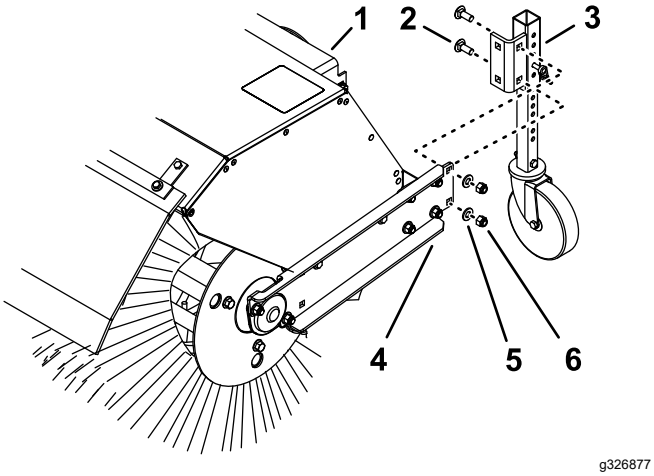

Figur 21
Når du arbejder i sne, skal du flytte styrehjulene fra den forreste del af kostens arm til den bageste del af kostens hjelm (Figur 21).
2. Afmonter de 2 låsemøtrikker, 2 spændeskiver og 2 bræddebolte (Figur 21), der fastgør styrehjulsbeslaget til kostens arm.
3. På den bagerste del af kostens hjelm skal du rette hullerne i styrehjulsbeslaget ind med hullerne på indersiden af kostarmen (Figur 21).
4. Fastgør styrehjulsbeslaget til kostens arm med de 2 låsemøtrikker, 2 spændeskiver og 2 bræddebolte (Figur 21).